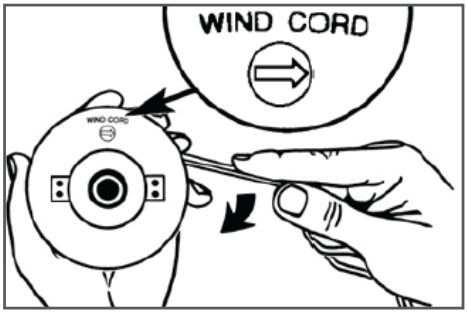

Рис. 12 Намотка корда на катушку
6. Намотайте корд плотно с натягом в канавки катушки. Направление намотки («WIND CORD») указано стрелкой на катушке (Рис. 12).